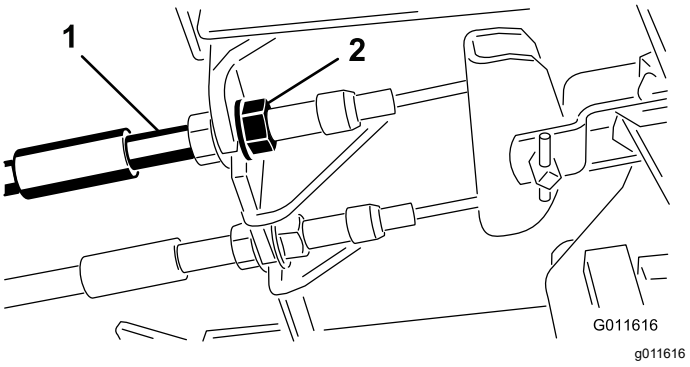

Figuur 96
1. Om de speling op de rempedalen te verkleinen, draait u de remmen vast. Draai hiervoor de voorste moer op het draadeinde van de remkabel los (Figuur 96).